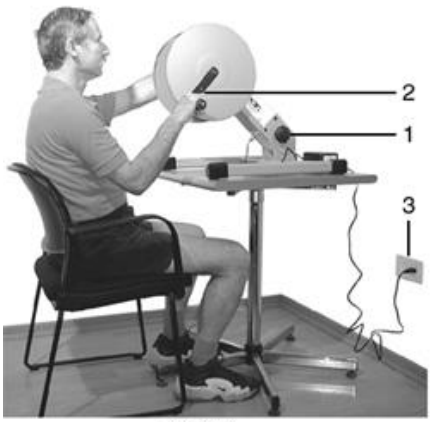

Figure 5
Step 1: Position the ***APT-1*** on a level table top close to an electrical socket outlet (Figure 5).